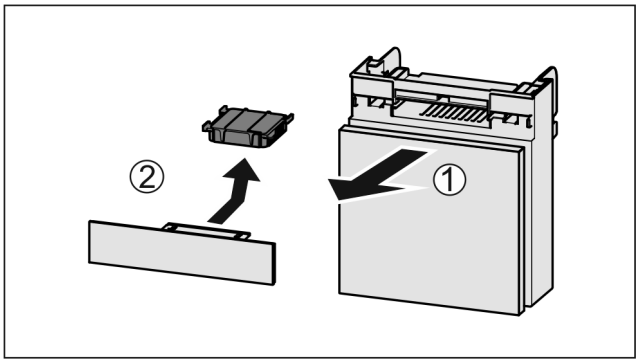

Fig. 146
▶ Fach nach vorne herausziehen *Fig. 146 (1)*.
▶ Aktivkohlefilter entnehmen *Fig. 146 (2)*.